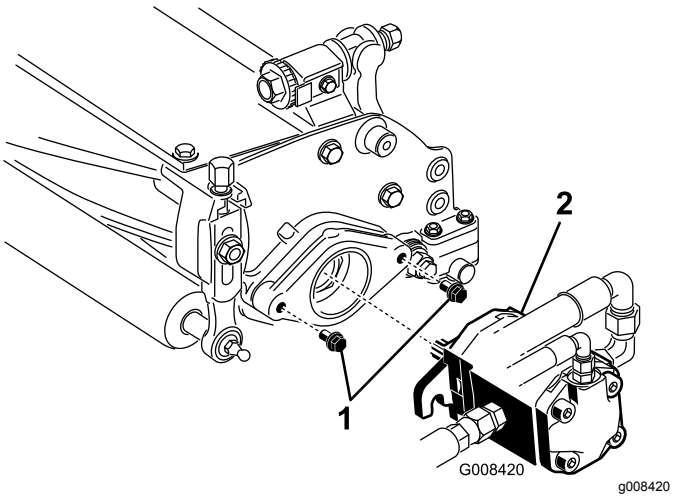

Figur 11
7. Kontrollera att cirka 13 mm av gängorna syns på alla fästskruvar till cylinderdrivmotorn (Figur 11).
8. Täck den räfflade delen på motorns axel med rent fett, och montera motorn genom att vrida den medsols så att motorflänsarna går fria från tapparna. Vrid motorn moturs till dess att flänsarna omringar tapparna (Figur 11).
9. Dra åt fästskruvarna (Figur 11).